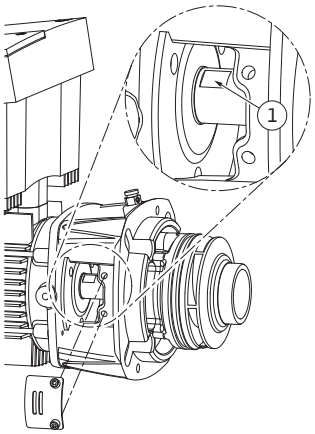

*Fig. 52: Planos de llave en el eje*
15. Introduzca una llave de boca fija (entrecaras óptimo de 22 mm) en la ventanilla de la linterna y sujete el eje por los planos de llave (Fig. 52, pos. 1). Desatornille la tuerca del rodete (Fig. 7, pos. 15). El rodete (Fig. 7, pos. 16) se retira automáticamente del eje.
24. Para el montaje del rodete introduzca en la ventanilla de la linterna una llave de boca fija (entrecaras óptimo de 22 mm) y sujete el eje por los planos de llave (Fig. 52, pos. 1).